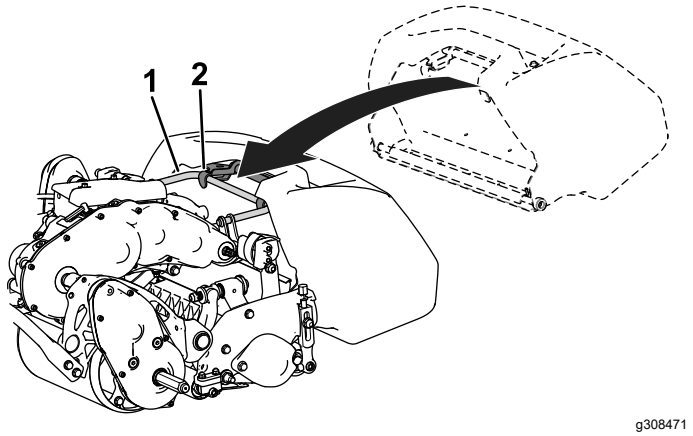

Figuur 4
2. Leid de rand van de grasmand tussen de zijplaten van het maaidek en over de voorste rol (Figuur 4).
3. Monteer de grasmandhaken over de framebeugel (Figuur 4).